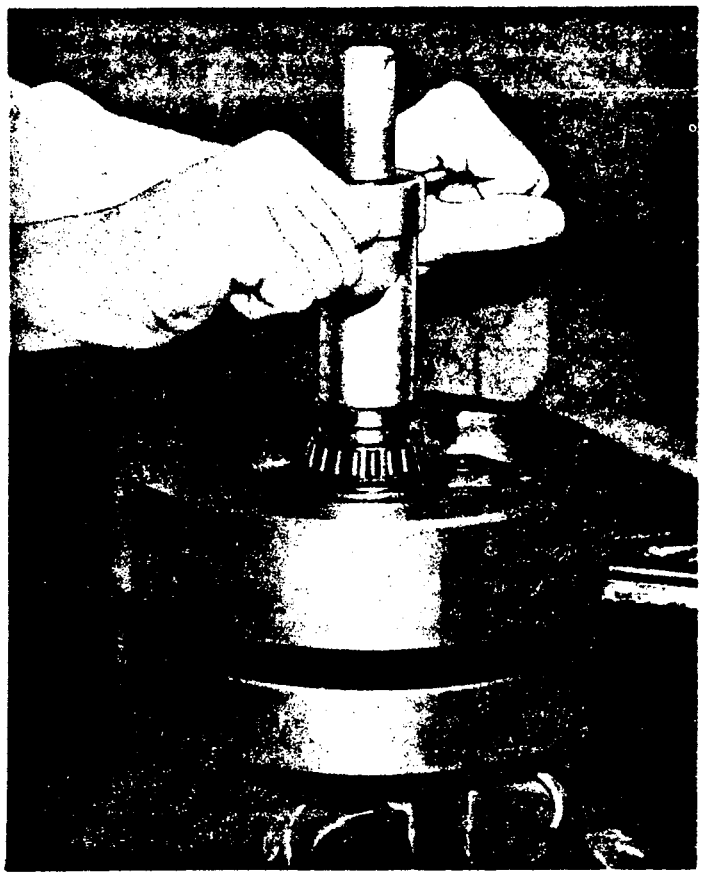

Figure 8.
Turn tool screw (1) onto sprocket shaft thread using handle (2) and tighten snugly. Remove handle and slip bearing, taper side out, over sprocket shaft so that it starts squarely on end of sprocket shaft. Follow this with bearing spacer and then add on top of this an extra spacer (Part No. 24029-55, sprocket spacer, can be used for this purpose). Now using sleeve (4), place over shaft against spacer. Press bearing against sprocket shaft flange as shown in Figure 8, using driver (3) on screw. Remove part No. 24029-55 extra spacer, leaving the one bearing spacer on sprocket shaft.